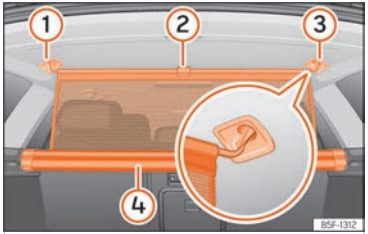

Fig. 185 Al maleter: enganxar la xarxa de separació.
- Estireu la llengüeta ››› fig. 185 ② cap amunt per treure la xarxa de la carcassa ④.
- Subjecteu la xarxa de separació al costat dret o esquerre ③ (imatge ampliada).
- Subjecteu la xarxa de separació a l'allotjament de l'altre costat ① estirant la barra.